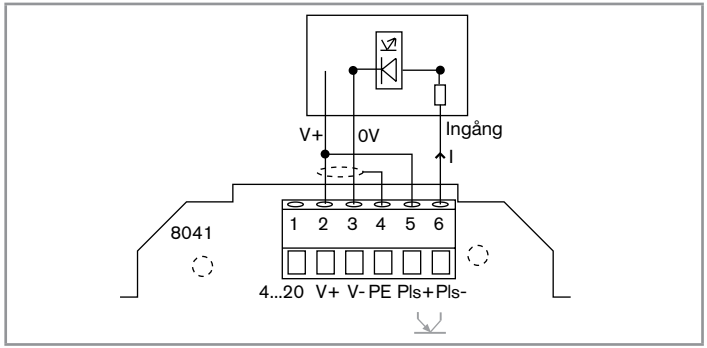
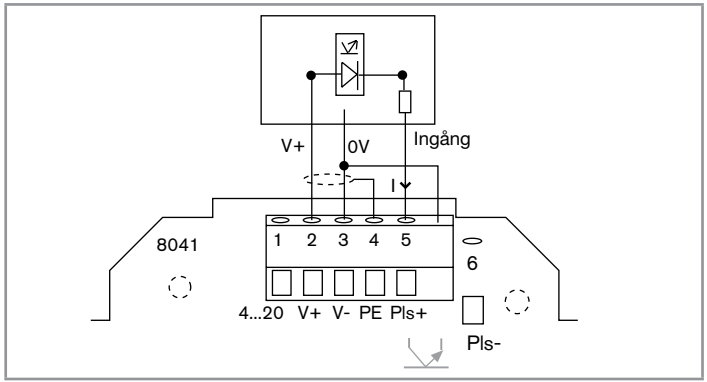

Bild 19: PNP-anslutning av frekvensutgången till en PLC
Bild 20: NPN-anslutning av frekvensutgången till en PLC
- till en PLC i läge PNP eller NPN (se Bild 19 och Bild 20);